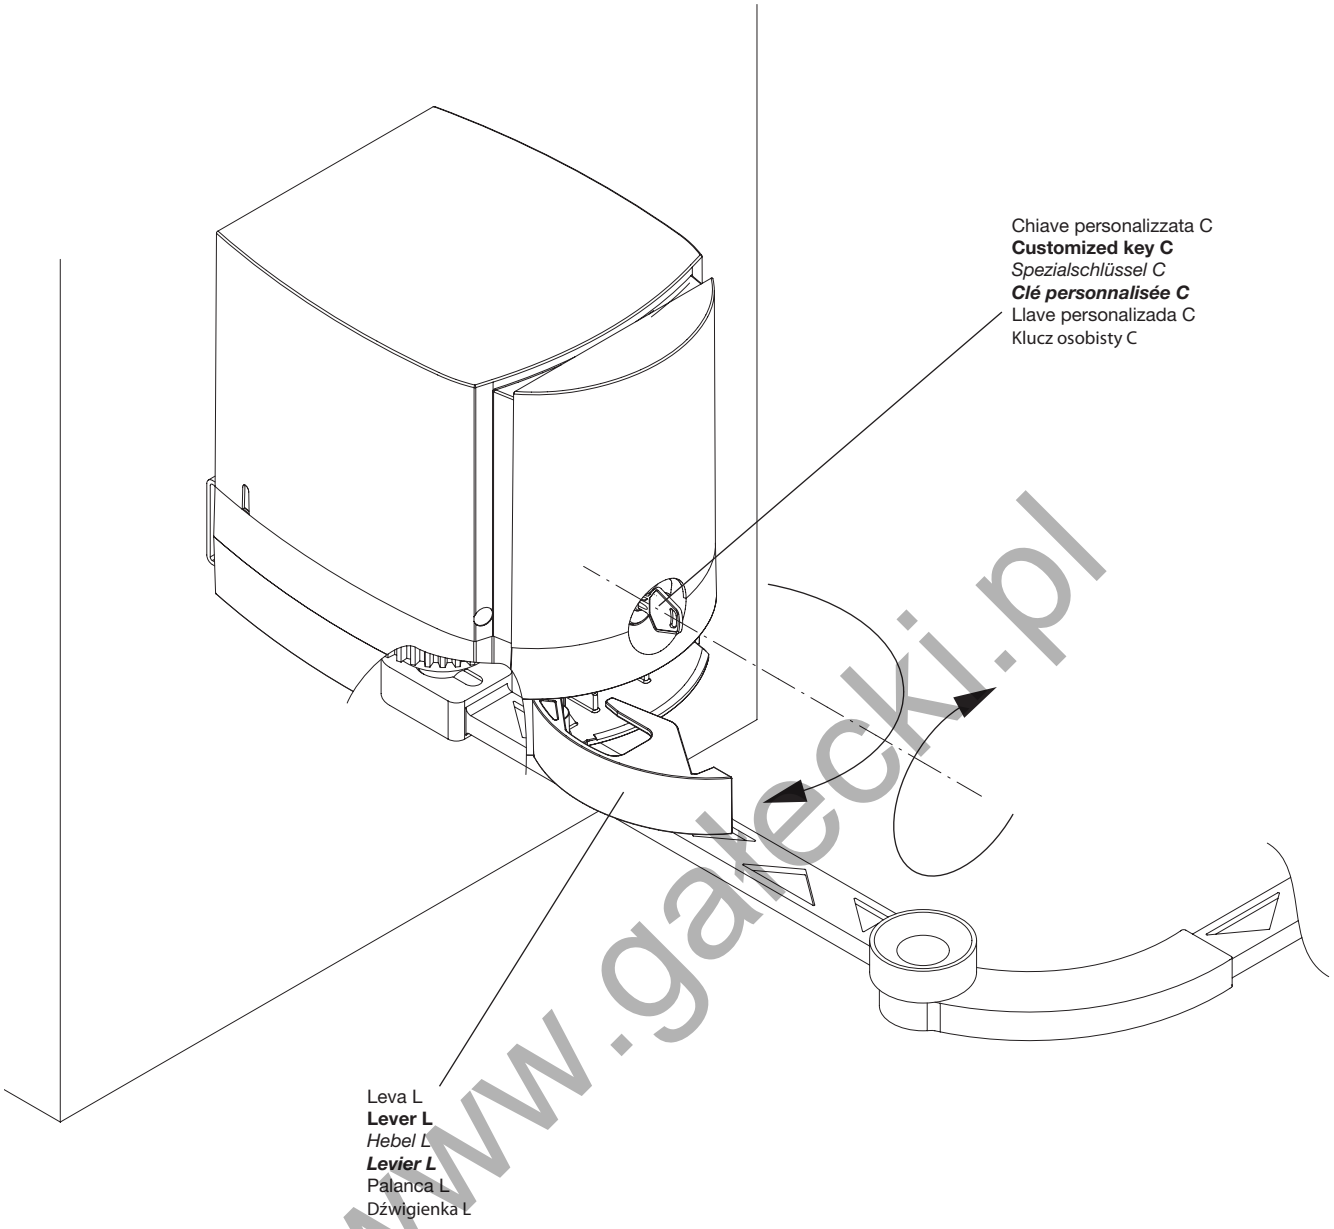

Fig.5
8. Manovra manuale e d'emergenza (Fig.5)